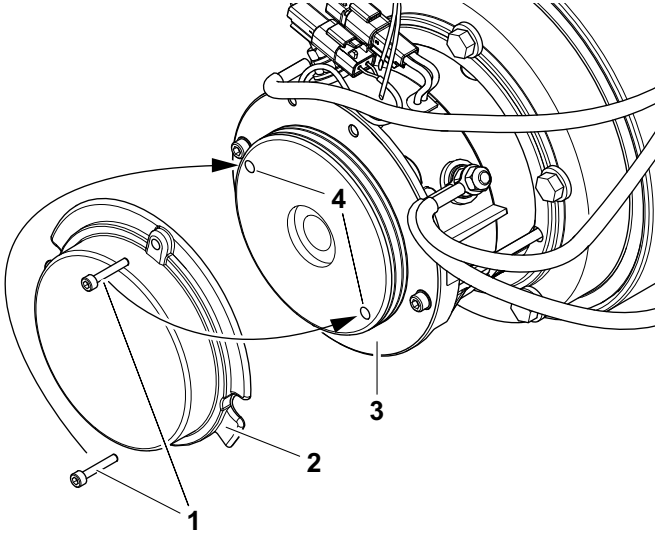

**Figure 3-21. Frein - Desserrage manuel.**
*(Voir Figure 3-21.)*
2. Enlever les **deux boulons de couvercle (1) et le couvercle (2)** de l'arrière de l'unité du moteur d'entraînement.
3. Enfoncer les **boulons de couvercle (1)** dans les **deux trous de desserrage du logement de frein (4)**, voirFigure 3-21., Frein - Desserrage manuel.
4. Serrer les **boulons de couvercle (3)** dans les trous de desserrage pour desserrer le frein de ce moteur d'entraînement.
7. Remettre le **couvercle (2)** en place. Avant l'installation, vérifier l'état du **joint torique de couvercle (3)**, le remplacer si nécessaire.